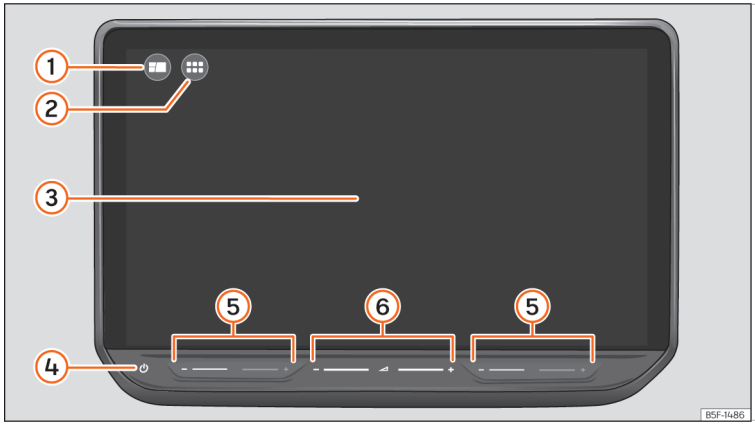

Abb. 171 Übersicht: Schalteinheit.
Gestalten Sie das übergeordnete Menü und die Ansicht HOME ››› (Abb. 171) ① individuell, um schnell auf die bevorzugten oder am häufigsten verwendeten Funktionen zuzugreifen.